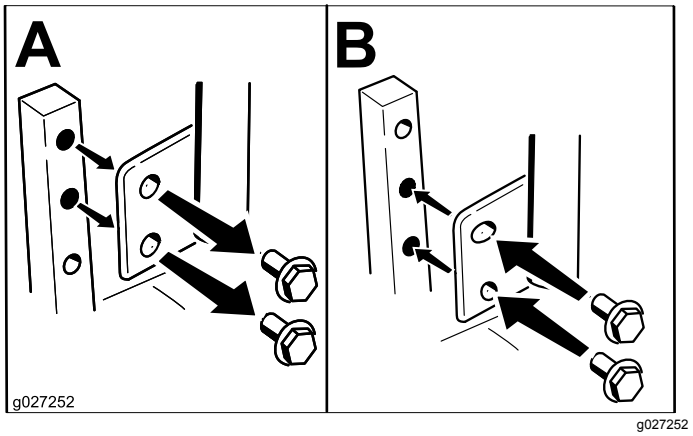

Figur 21
Du kan justere bevegelseskontrollspakene høyere eller lavere for maksimal komfort (Figur 21).
2. Løsne den nedre bolten akkurat nok til å dreie kontrollspaken frem- eller bakover (Figur 21).